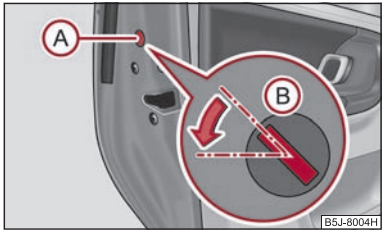

Fig. 27 Emergency locking of the door
– Remove the panel (A) ⇒ fig. 27.
– Insert the key into the slot (B) and turn it into the horizontal position in the direction of the arrow (mirror-inverted on the right doors).